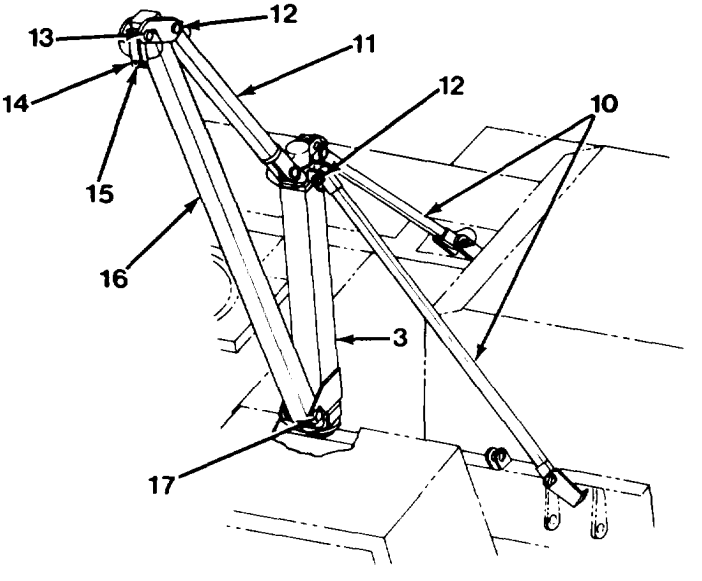
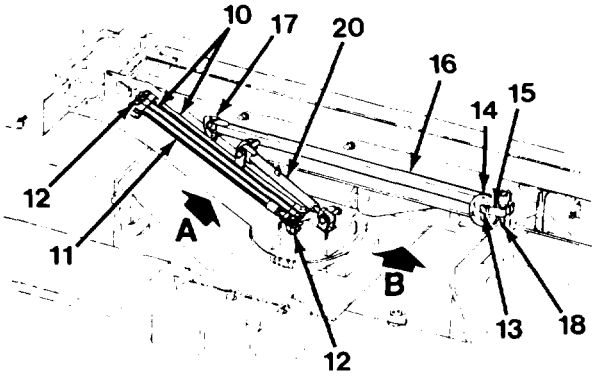

Figure 5-42 *Disassembling the Mast*
Figure 5-11 Storage *Locations A and B*
a. Remove pin (12) from adjustable truss rod (11) at top of mast (3) and lower lift arm (16) to deck. Remove pin (12) from adjustable truss rod (11) and set adjustable truss rod (11) aside temporarily. Remove pin (17) from lift arm (16) at base of mast (3, Figure 5-42).
b. Remove lift arm (16) and stow in location B using one pin from tool box. Install sheave (14) back in clevis on lift arm (16) with pin (13). Index sheave pin (13) and lock sheave bracket to side of lift arm (16, Figure 5-11).
c. Remove two truss rods (10) from mast (3, Figure 5-42) and stow two truss rods (10) and adjustable truss rod (11, Figure 5-11) in location A on upperstructure.
d. Remove mast (3, Figure 5-42) and lay on deck.